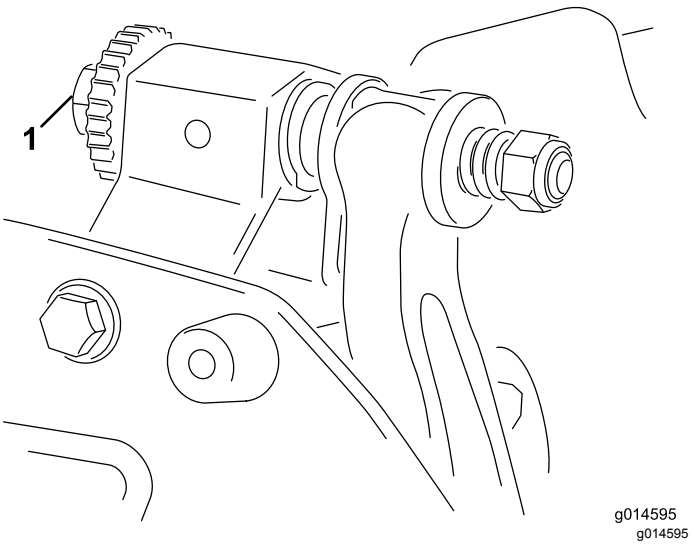

Rysunek 9
A. Obracaj śruby regulacyjne noża dolnego w prawo (Rysunek 9), po jednym kliknięciu na raz, aż da się odczuć i będzie słychać lekki docisk.
6. Obróć prawą śrubę regulacyjną noża dolnego (Rysunek 9) do momentu, aż poczujesz lekki opór na podkładce przy przesuwaniu jej z jednej strony na drugą. Zdemontuj podkładkę.